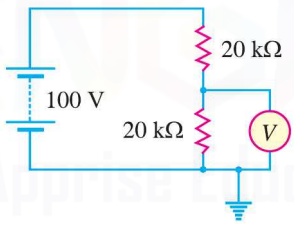

Fig. 22.28
1. A voltmeter is used to measure voltage across 20 kΩ resistor as shown in Fig. 22.28. What will be the voltage value if (*i*) voltmeter has infinite resistance (*ii*) voltmeter has a sensitivity of 1000 Ω per volt and reads 100 V full scale ? **[(*i*) 50 V (*ii*) 45 V]**
3. If the sensitivity of voltmeter in Fig. 22.28 is 500 Ω/volt (Full-scale reading being 100 V), what will be the reading of the voltmeter ? **[41.7 V]**